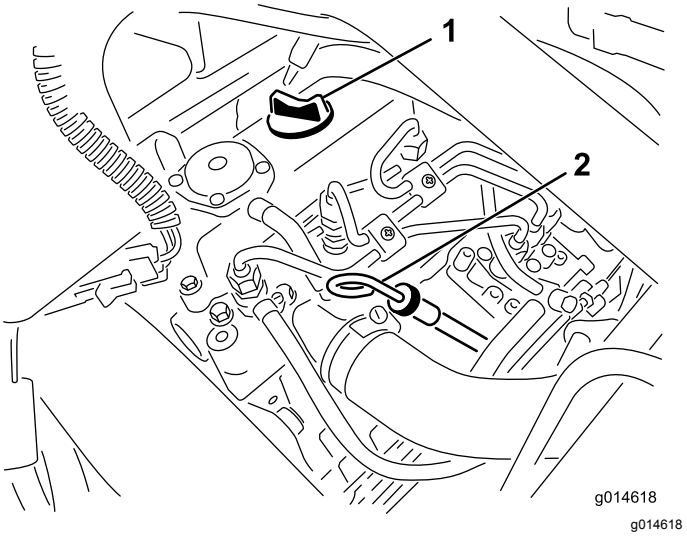

Figur 23
2. Ta ut peilestaven og tørk den med en ren fille (Figur 23).